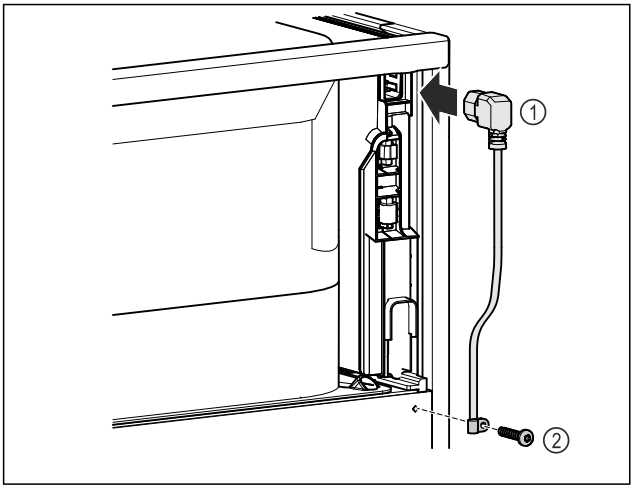

Fig. 72
▶ Introduceți mufa pentru puteri mici de la conductorul de racord la rețea *Fig. 72 (1)* pe partea posterioară a aparatului.
▶ Montați siguranța antismulgere. *Fig. 72 (2)*